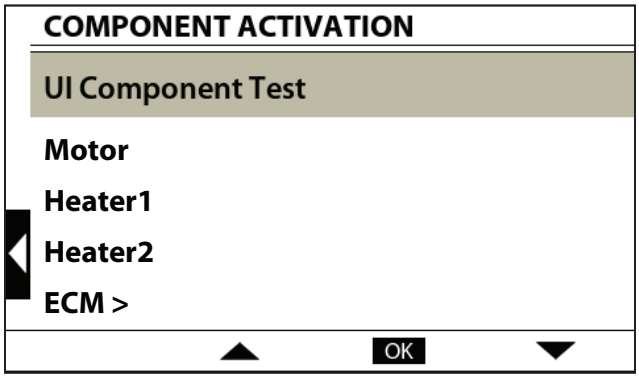

Figure 8
2. From the Diagnostic Home Screen, select Component Activation. From the Component Activation Screen (Figure 8), you can activate and perform functional testing of system components and sensors. When a component is selected from the Component Activation menu, a screen appears providing component information, and if available, attributes related to the component.